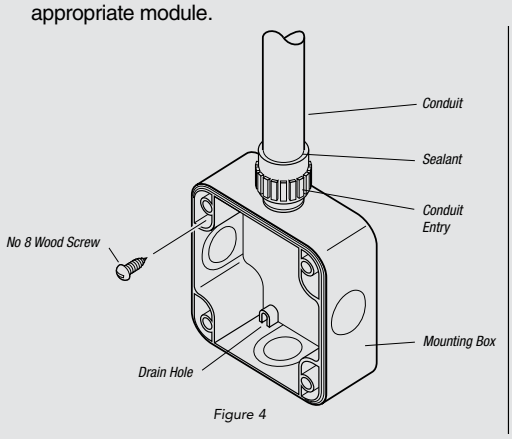

Figure 4
8. Seal the conduit and conduit entry with a non setting conduit sealant such as EWPLUS. Refer to Figure 4.